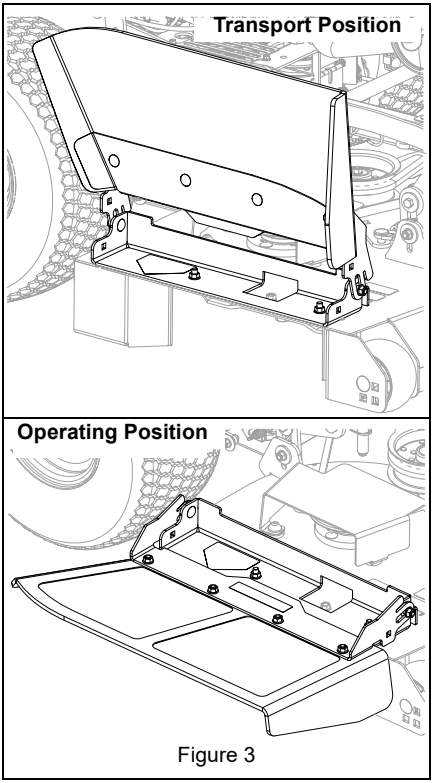

Figure 3
18. Place discharge chute in the operating position. See Figure 3.